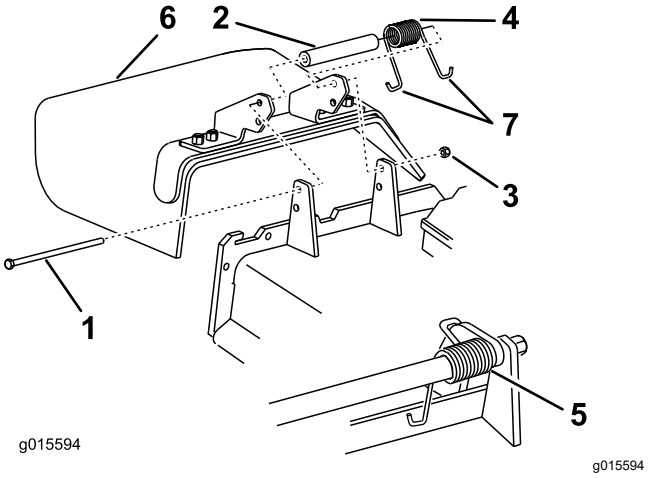

**Figur 86**
1. Fjern låsemøtrikken, bolten, fjederen og afstandsbøsningen, som fastholder græsdeflektoren til akselbeslagene (Figur 86).
2. Fjern den beskadigede eller slidte græsdeflektor (Figur 86).
**Bemærk:** Sørg for, at fjederens ene **J**-formede ende sidder bag skjoldets kant, før bolten monteres som vist i Figur 86.
6. Placer en af fjederens **J**-formede ender omkring græsdeflektoren (Figur 86).